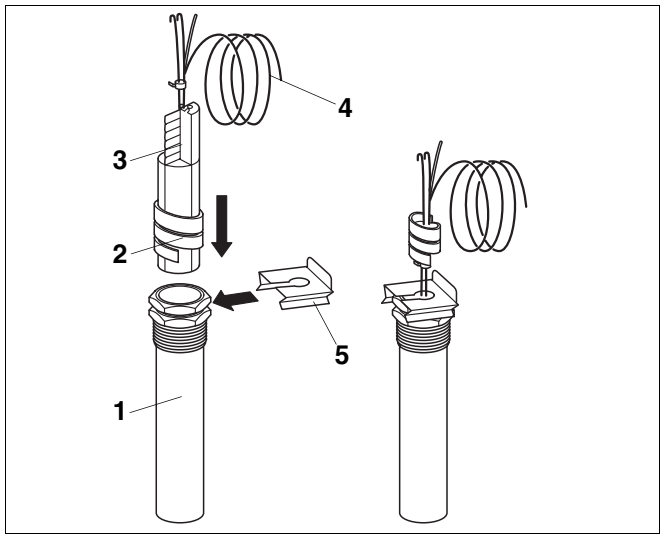

Rys. 15 Tuleja zanurzeniowa i czujnik temperatury
- Włożyć czujnik temperatury do tulei zanurzeniowej (rys. 15, **poz. 1**) do oporu.
- Spirala z tworzywa sztucznego (rys. 15, **poz. 2)** odsuwa się przy tym automatycznie do tyłu. Sprężynę kompensacyjną (rys. 15, poz. **3**) należy wsunąć do tulei zanurzeniowej (rys. 15, **poz. 1**).
- Nasunąć zapinkę zabezpieczającą czujnika (rys. 15, **poz. 5**) (zakres dostawy sterownika) na główkę tulei zanurzeniowej z boku lub z góry (patrz strzałki).